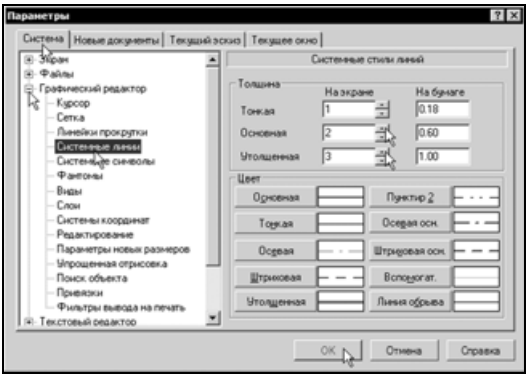

Рис. 2.32
- В диалоговом окне **Параметры** откройте вкладку **Система** (рис. 2.32). Раскройте раздел **Графический редактор** щелчком на кнопке "плюс" слева от названия раздела.